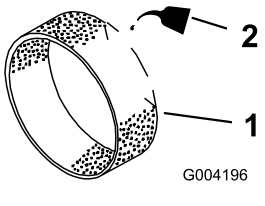

Figur 45
3. Smør 30 til 60 ml olie på forfilteret (Figur 45).